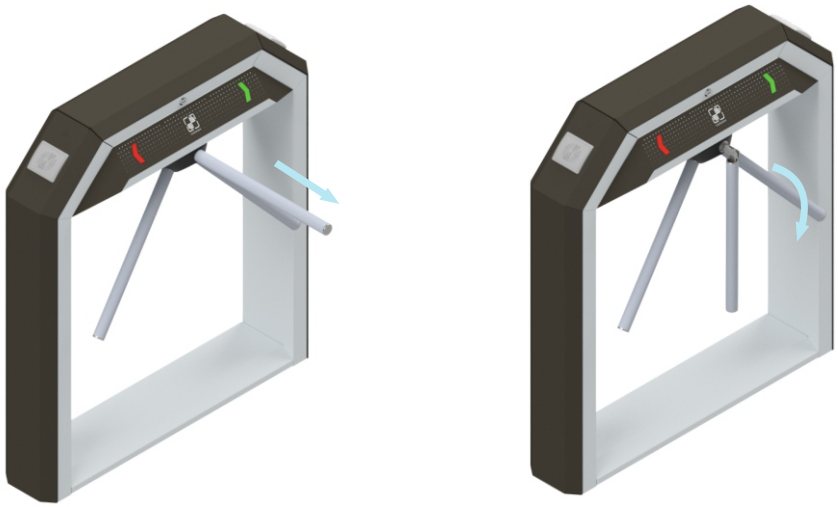

Рисунок 12 – Принцип работы планок «Антипаника»
5. Если вы установили планки типа «Антипаника» проверьте работу их механизма разблокировки (рисунок 12);